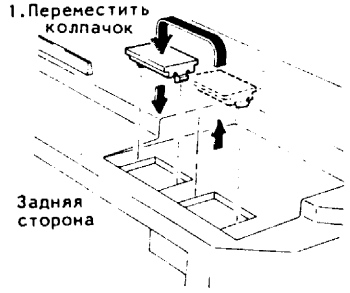

Рис.7. Перемещение заглушки
(15) Переместить заглушку (рис.7).